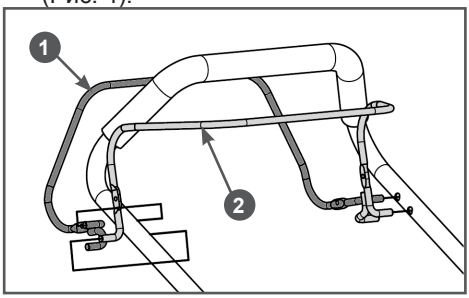

Рис. 4 Установка рычагов на рабочую рукоятку
4. Вставьте рычаги включения привода хода (чёрного цвета) и остановки двигателя (жёлтого цвета) в соответствующие отверстия на рабочей рукоятке (Рис. 4).